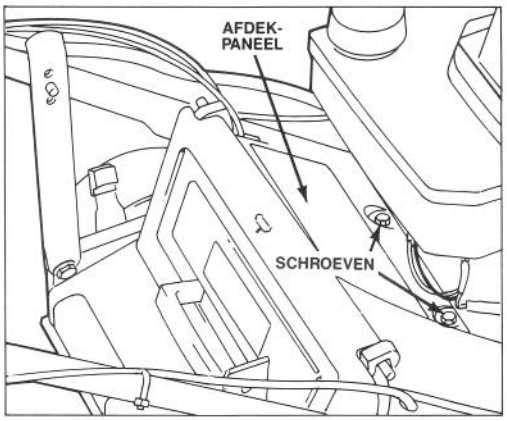

Afbeelding 25
2. Verwijder de 2 schroeven van het afdekpaneel op het huis (Afb. 25). Verwijder ook de afdekplaat.